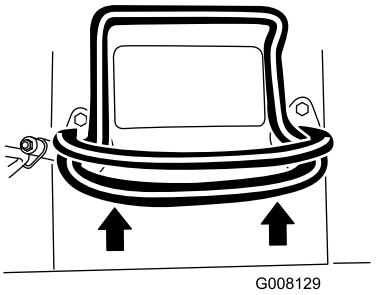

**Figur 7**
- För drivreglaget framåt för att köra framåt (Figur 7).